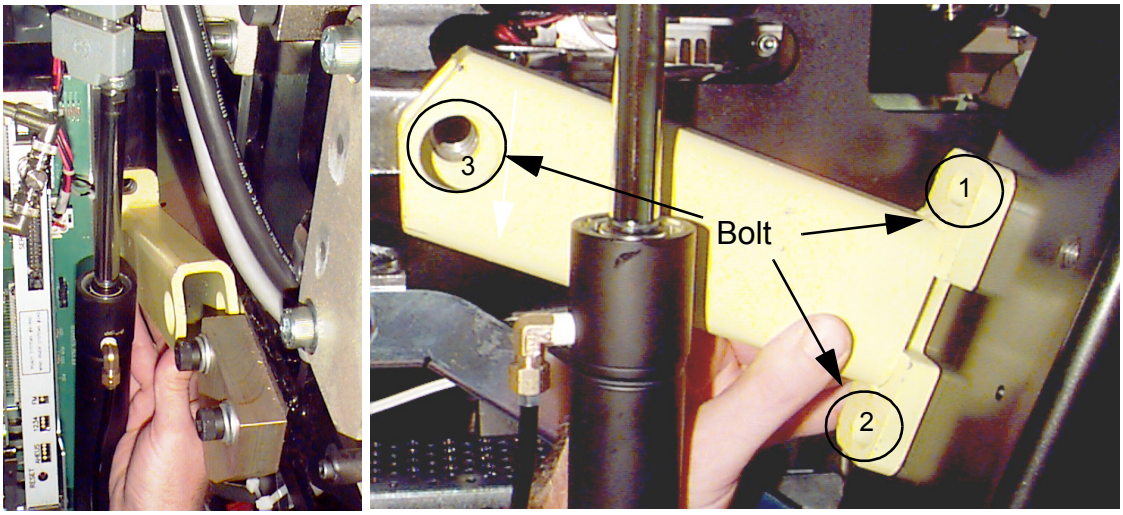

Figure 1-21 Tilt Locking Bracket (Right (STC) and Left Sides)
2.) While holding the bracket in place (see Figure 1-21), secure the bracket to the stationary frame at locations 1 and 2. [Note: The two tilt brackets are identical.]